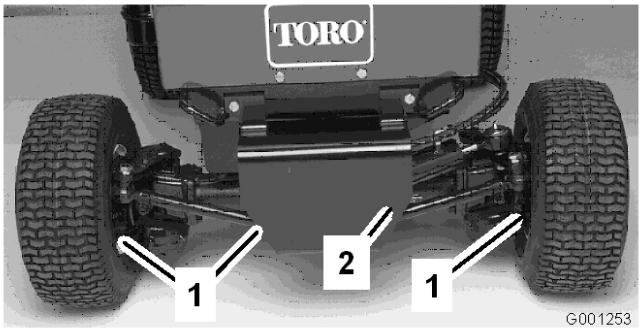

Figur 54
2. Gör rent runt de tre avtappningspluggarna, en på varje ände och en i mitten (Figur 54).